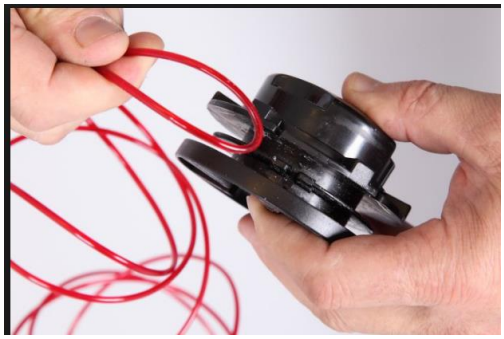

Rys. 22
2. Odmierz 5,4m żyłki tnącej średnicy 2,4 mm. Złap żyłkę w środkowym jej punkcie, zahacz jak na rysunku (Rys. 22), upewnij się, że każda połówka żyłki jest w swoim prowadniku.